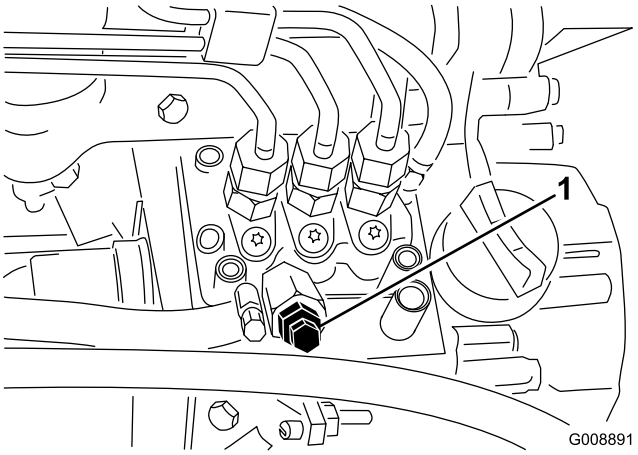

**Figur 41**
3. Åbn udluftningsskruen på brændstofindsprøjtningspumpen (Figur 41).